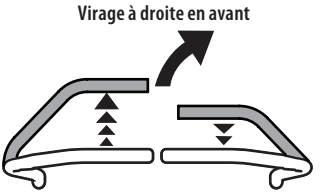

Fig. 23
2. Pour tourner à droite, déplacez le levier de contrôle de conduite droit en arrière du levier gauche (Fig. 23).